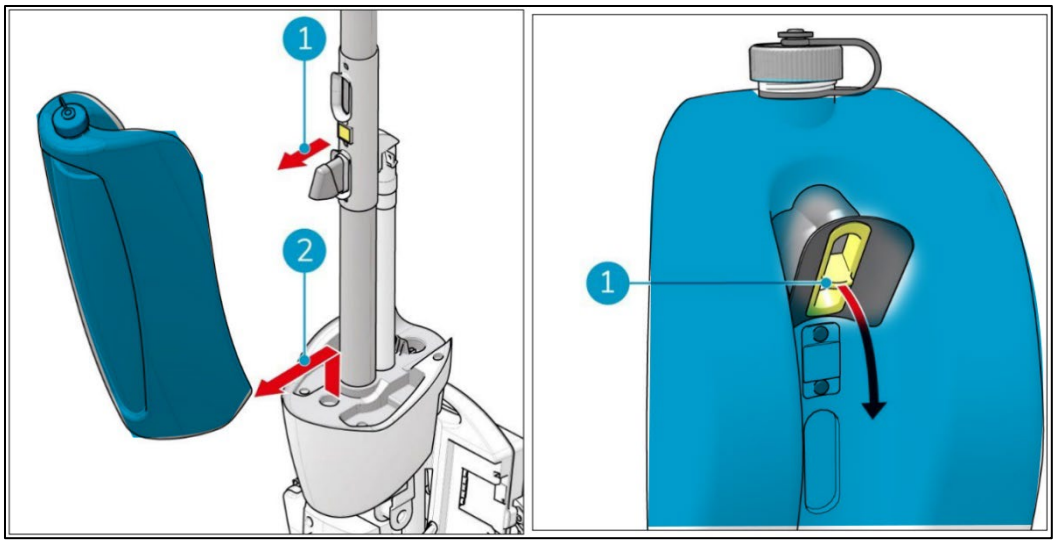

Figur 25 *Figur 26*
1. Trekk toppen av oppsamlingstanken utover (figur 25, pos. 1).
2. Løft opp oppsamlingstanken og flytt den bort fra i-mop XL (Figur 25, pos. 2).